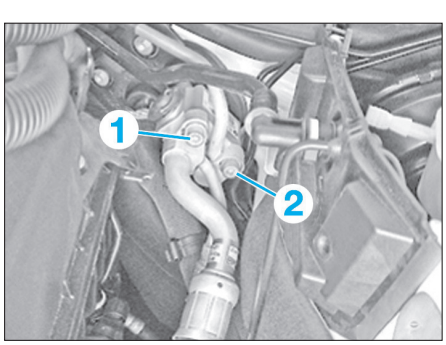

Fig. 10
- les vis (1) et (2), retirer les conduites de fluide frigorigène et les poser de côté **(Fig.10)**.